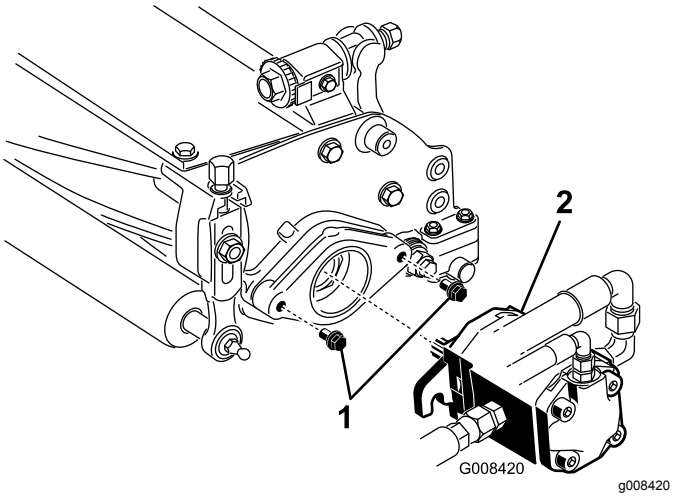

Figur 11
7. La ca. 13 mm av gjengene være eksponert på hver monteringsbolt for spoledrivmotoren (Figur 11).
8. Smør rent smørefett på motorens kileaksel, og monter motoren ved å rotere den med klokken, slik at motorflensene går klar av boltene. Drei motoren mot klokken til flensene omringer boltene (Figur 11).
9. Stram monteringsboltene (Figur 11).